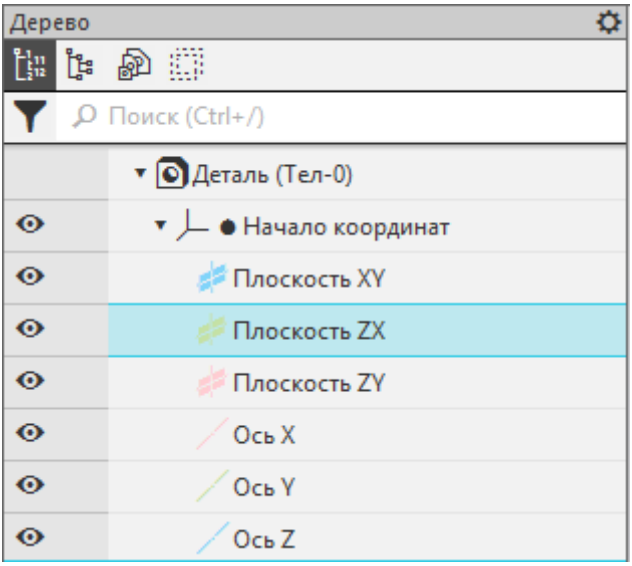

Рис. 8.2
2) В дереве модели раскройте раздел ***Начало координат*** щелчком на значке списка слева от названия (маленький треугольник) и укажите ***Плоскость ZX*** (рис. 8.2) или щелкните по ней на пространственной системе плоскостей в центре окна построения. ***Плоскость ZX*** выделена зеленым контуром.